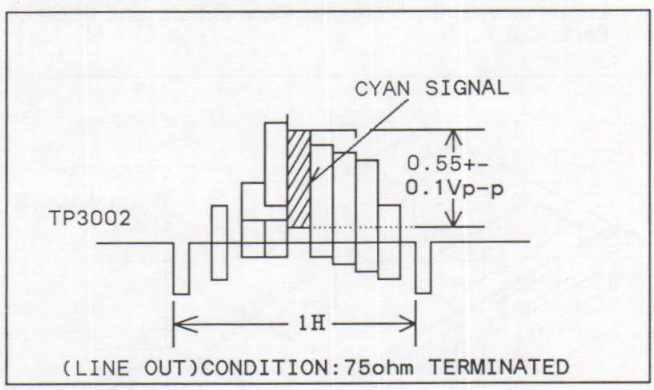

Fig. E11
2. Adjust VR801 for 0.55 +−0.1 Vp−p as shown in Fig. E11.